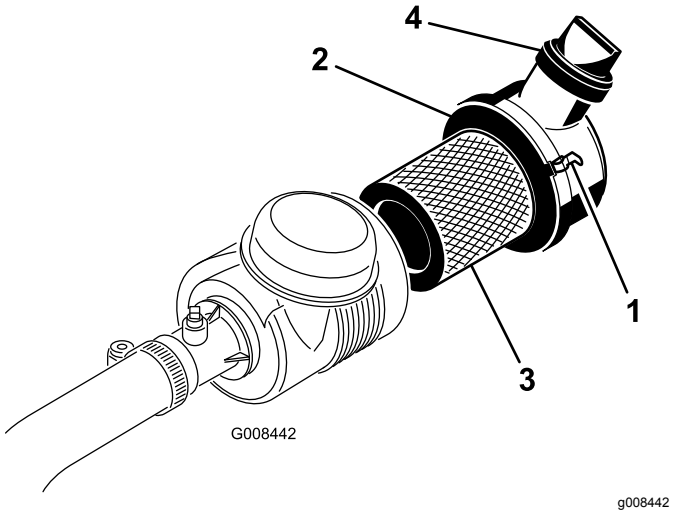

**Rysunek 38**
1. Zwolnij zaczepy mocujące pokrywę filtra powietrza do obudowy filtra powietrza (Rysunek 38).
7. Załóż pokrywę i zamocuj za pomocą zaczepów (Rysunek 38).